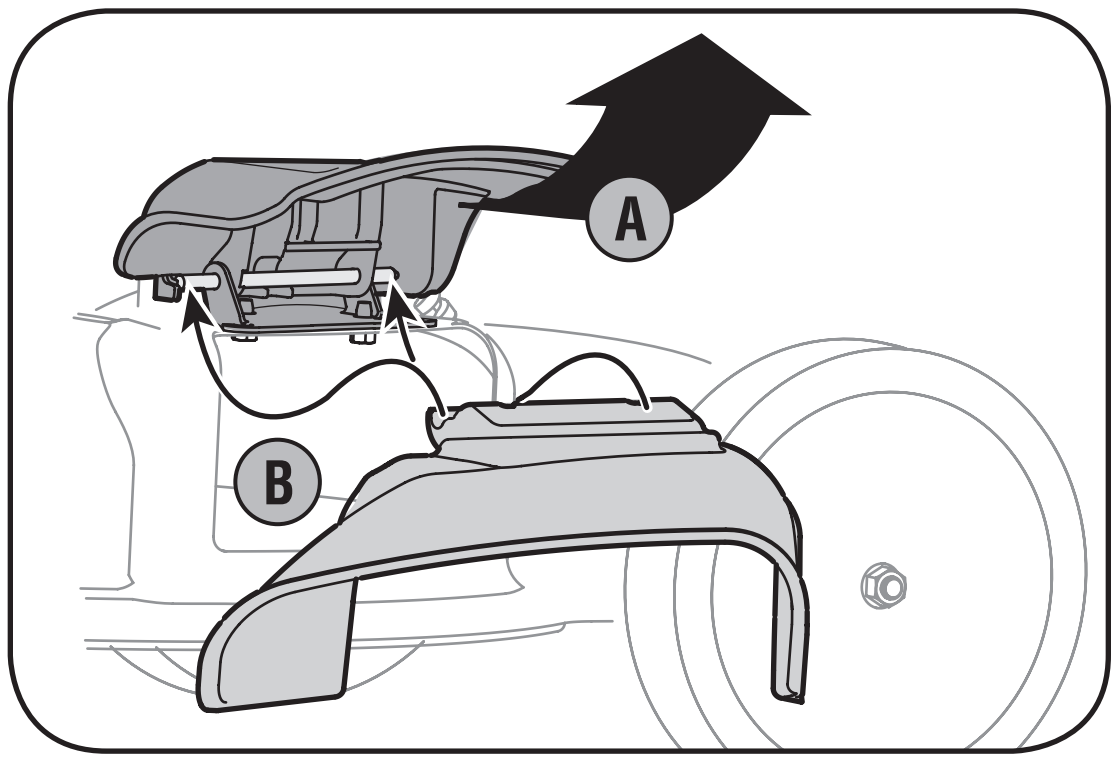

Figure 3-7: Lift mulch plug and install side discharge chute.
a. On the side of the mower, lift the mulching plug, Figure 3-7.